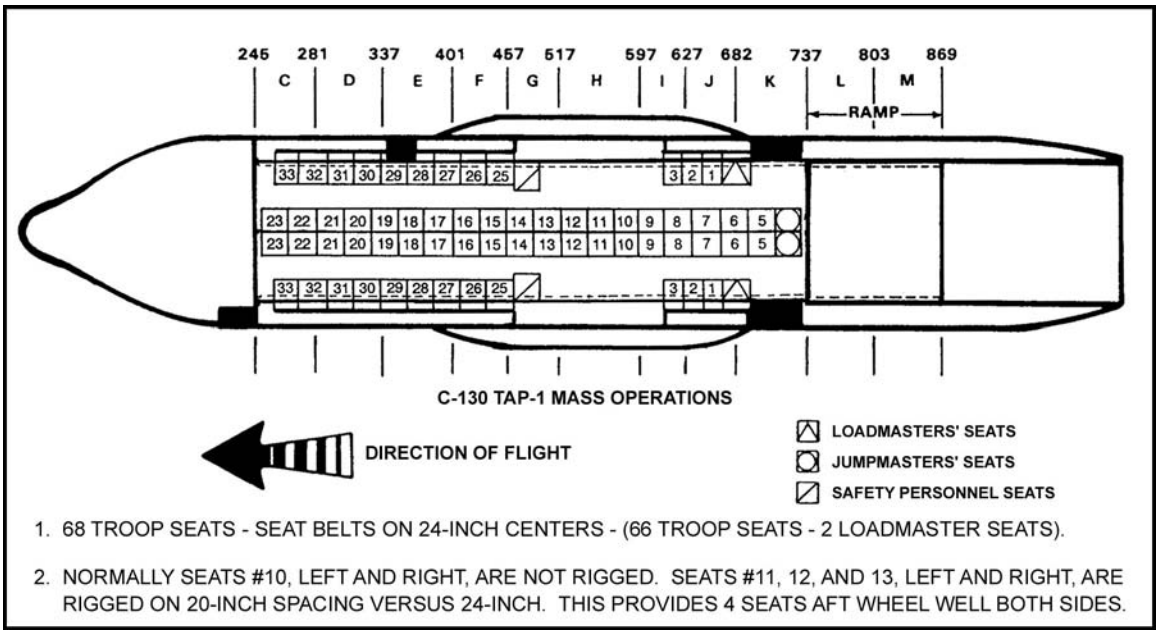

Figure 16-2. C-130 seating configuration.
a. **Peacetime Training (TAP 1)**. A total of 64 parachutists can be seated in two sticks of 32. Numbers 1, 2, and 3 are seated outboard aft of the wheel well; 4 through 23 are seated on the inboard seats; and numbers 24 through 32 are seated outboard forward on the wheel well (Figure 16-2). Jumpers are normally loaded over the aft end loading ramp.